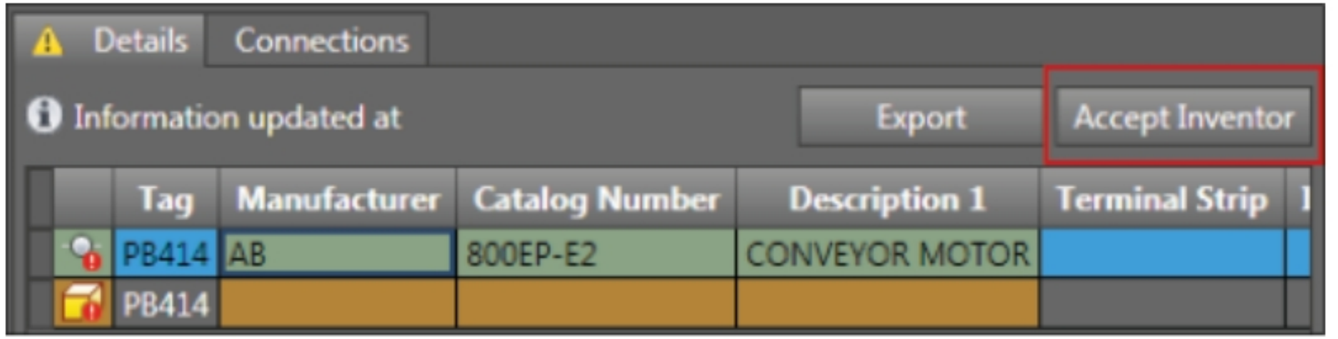

Figure-19. Details pane in Location View tab
- We can resolve such problems by using the **Details** pane of **Location View** tab; refer to Figure-19.